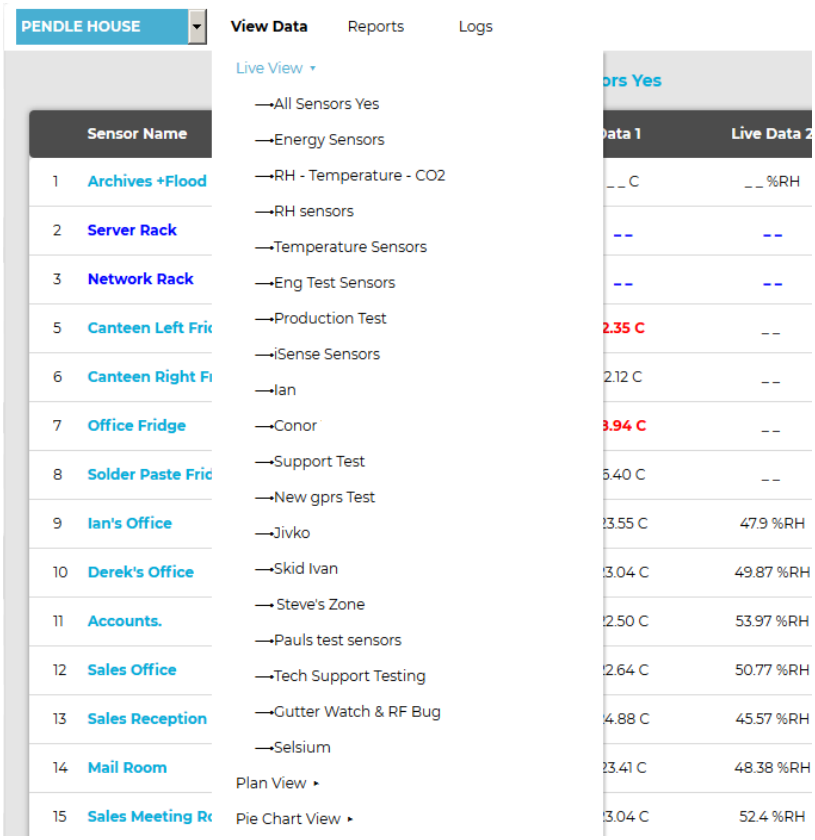

Figure 52
4. Click on **Live View** from the drop-down menu. See Figure 52 below.